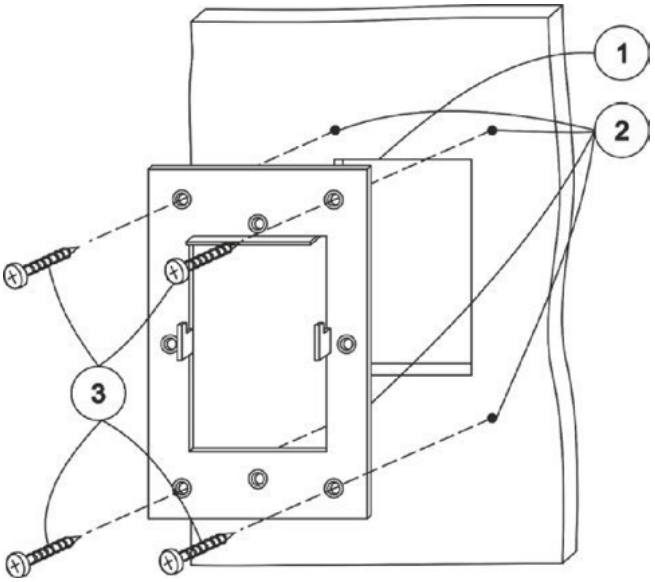

Рис.14
- Закрепить монтажную металлическую рамку на поверхность саморезами согласно размеченной области. Выступы, находящиеся в центральной части рамки, фиксирующие панель управления на стене, должны быть ориентированы на себя, зубцами вверх (см. рис.14).
- Просверлить отверстия для мест крепления панели сверлом диаметром 3,2-4мм (4 отверстия) (см. рис.14).
- Винтами с резьбой М3 с обратной стороны через отверстия зафиксировать панель на поверхности (см. рис.14).